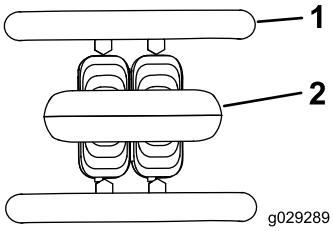

Rysunek 6
- Aby zatrzymać maszynę, zwolnij dźwignię sterowania jazdą (Rysunek 6).